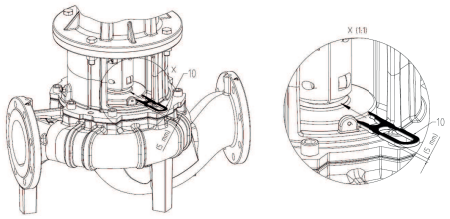

Fig. 47: Montering af monteringsgaffel
10. Skub monteringsgaflen (Fig. 47) ind mellem lanternen og koblingen. Monteringsgaflen skal sidde uden slør.
11. Spænd først koblingsskruerne let (Fig. I/II/III, pos. 1.41), indtil koblingshalvskålene flugter med udligningsskiverne.